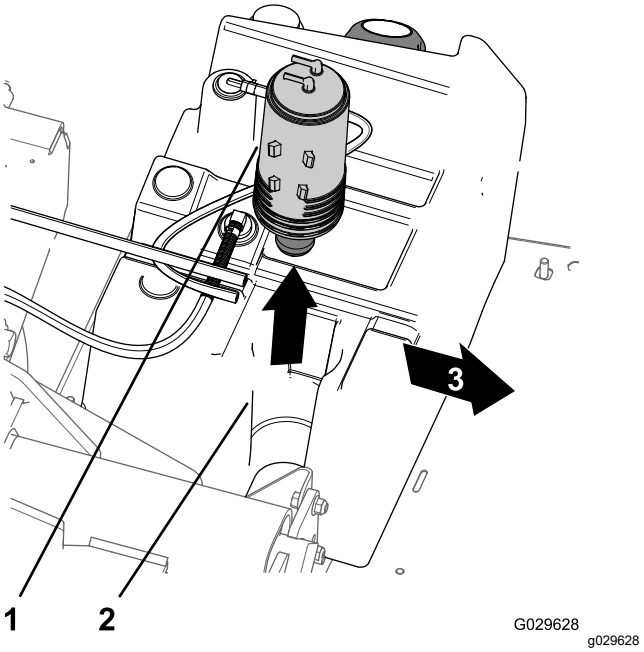

Figur 48
3. Lyft av kolkanistern från dess fäste i bränsletanken (Figur 48).
7. Placera den nya kolkanistern på bränsletankens kolkanisterfäste med Purge- och Fuel Tank-kopplingarna riktade bakåt (Figur 48).